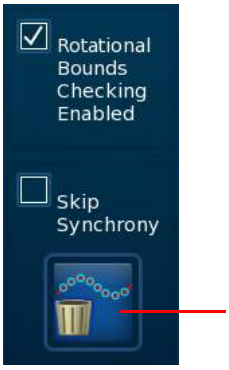

Figura 13 Botão Remove Synchrony Model (Remover Modelo do Synchrony)
1. Clique no botão **Reset Synchrony Model** (Reiniciar Modelo do Synchrony) na fase **Synchrony** (consulte a Figura 13).